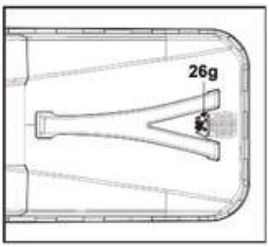

rys. 14
1. Gdy właz (26g) jest otwarty, kosz (26) ma wystarczającą przestrzeń na zbieranie trawy (rys. 14).